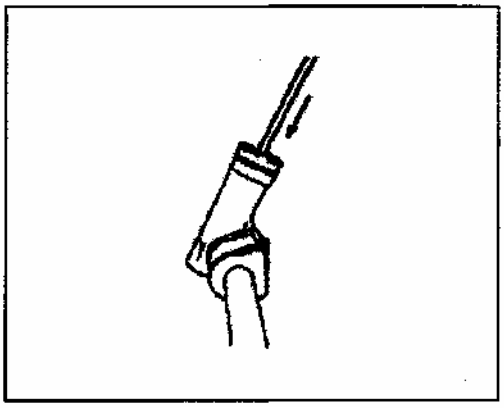

Рис. 462
2) Снимите подшипник шестерни с корпуса (Рис. 462).